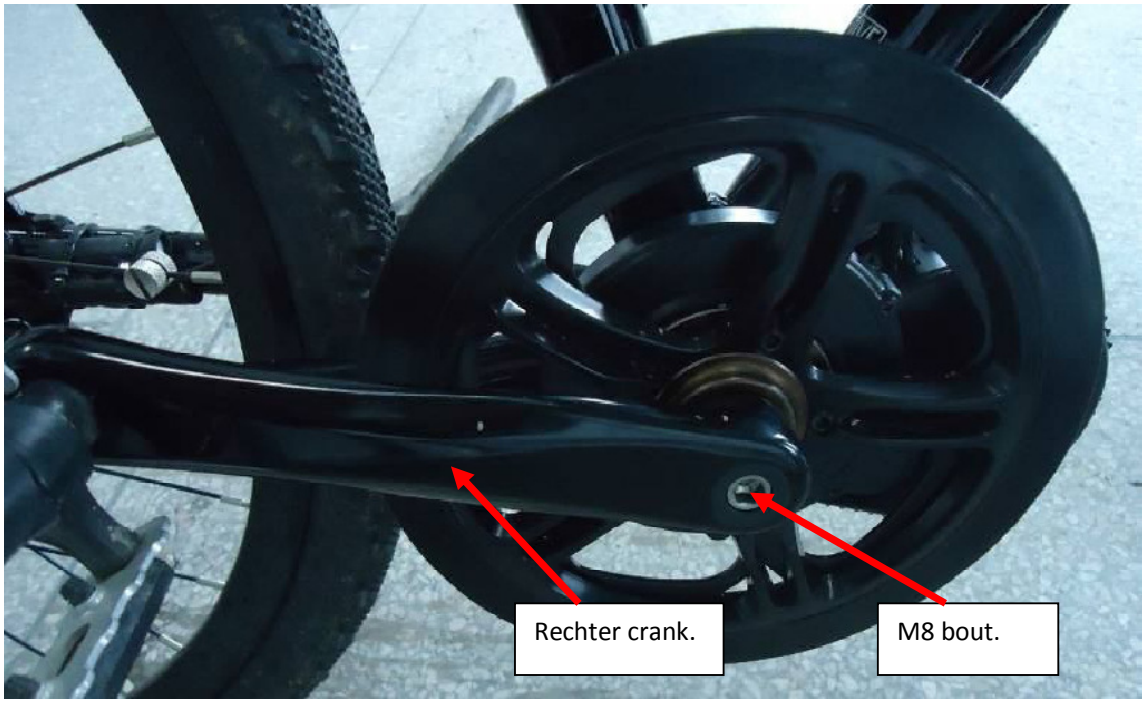

Afbeelding 9:
8. Bevestig de rechter crank op de fiets en zet deze vast met een M8 inbusbout. Aandraaimoment: 35 - 40Nm (zie afbeelding 9)